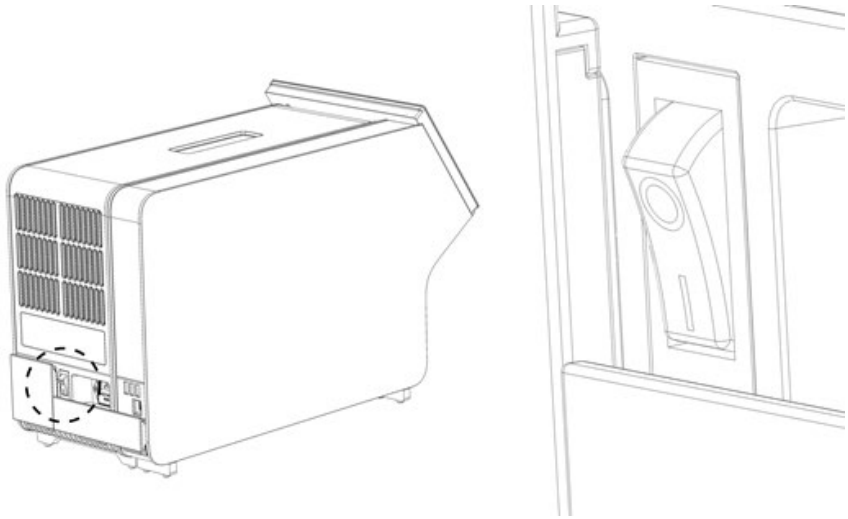

Figura 21. Ubicación del interruptor de alimentación y configuración en la posición "I".
10. Encienda el instrumento pulsando el interruptor de alimentación situado en la parte posterior del módulo analítico en la posición "I" (Figura 21). Compruebe que los indicadores de estado del módulo analítico y del módulo operativo sean de color azul.